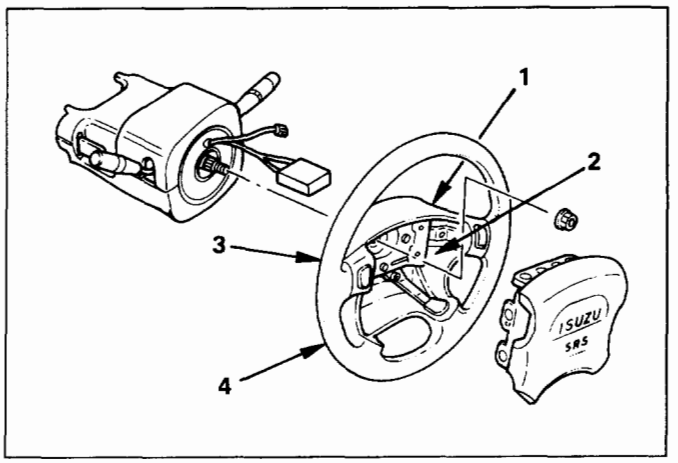

Fig. 3F4-40
- Tighten bolts to specified sequence as figure (Fig. 3F4-40).